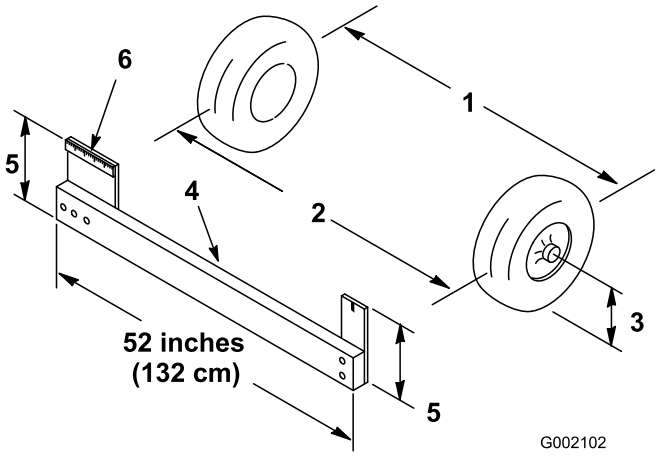

Figuur 44
2. Meet ter hoogte van de as de afstand tussen de voorwielen aan de voorkant en de achterkant van de wielen (Figuur 44). De afstand aan de achterkant van de voorwielen ter hoogte van de as moet worden gemeten met behulp van een spanklem of een uitlijnmaat. Gebruik dezelfde spanklem of uitlijnmaat om de afstand aan de voorkant van de voorwielen ter hoogte van de as te meten (Figuur 44).